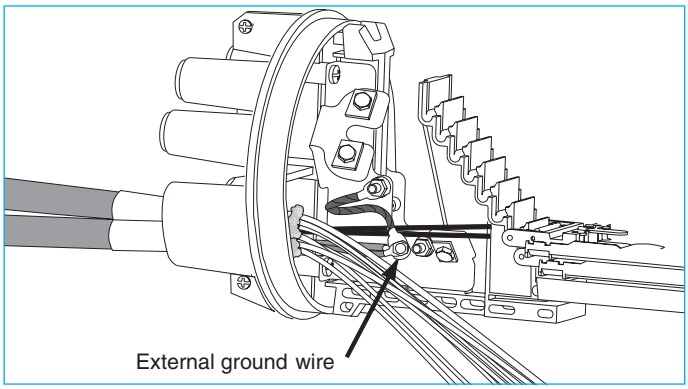

Figure 16.
- For common grounding, one feed through lugs is used and bonded to the metal tray bracket. Then cable shield is bonded to the metal tray bracket. See Figure 16. Remove one of the wires from unused grounding stud. Secure the wire to the metal tray bracket. Bond oval port cables to the wire. Bond round port cable using square washer.
• Grounding using the FOSC-ACC-Fiber Ext Grnd Kit (common or isolated grounding) (Figure 16)